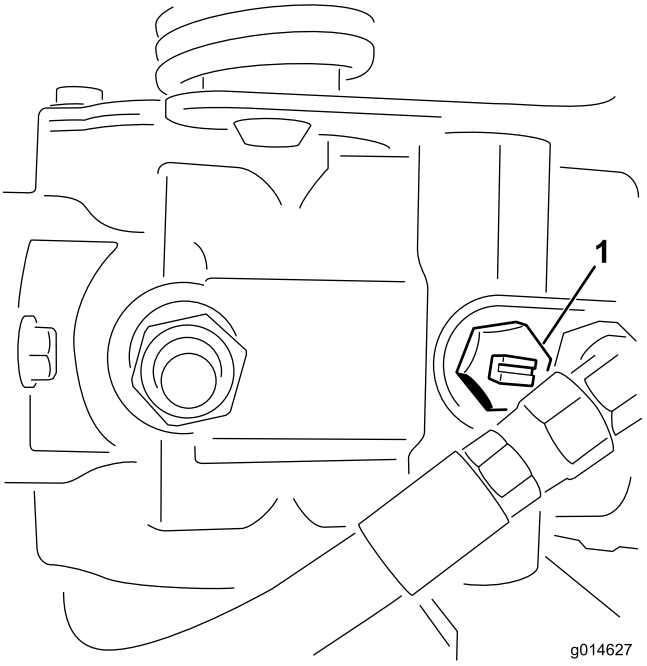

**Figuur 41**
1. Ga naar de omloopklep op de pomp en draai deze zodat de sleuf verticaal staat (Figuur 41).
2. Voordat u de motor start, moet u de omloopklep sluiten door deze zo te draaien dat de sleuf horizontaal staat (Figuur 41). U mag de motor niet starten als de klep open is.